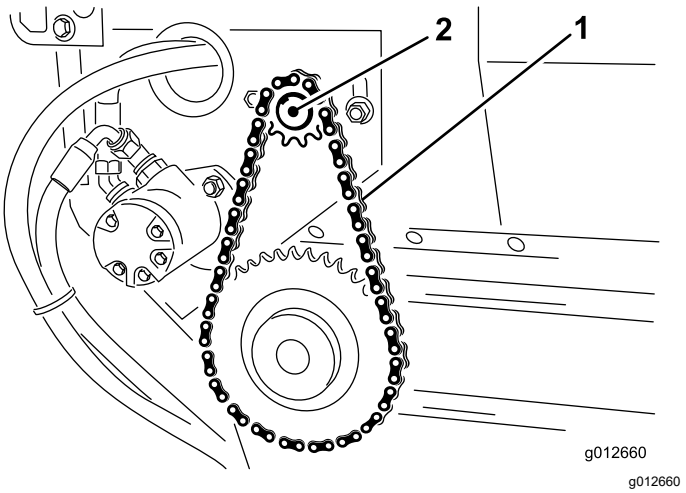

Figur 24
3. Lossa bultarna och muttrarna som fäster motorn och drevet vid huvudramen (Figur 24).
4. Vrid motorn och drevet (Figur 24) i fästspåren tills transportbandet böjer sig 3,2 mm.
5. Dra åt fästbultarna (Figur 24).